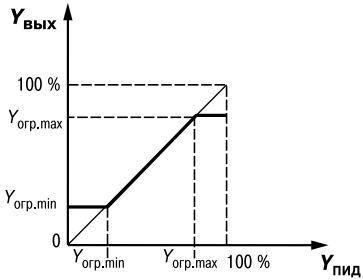

Рис. 9
– максимальный $Y_{огр.max}$ и минимальный $Y_{огр.min}$ (**рис. 9**).